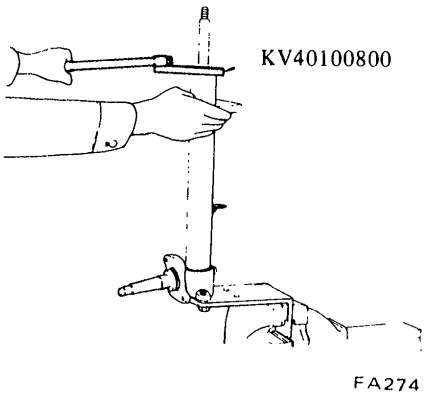

Fig. FA-26 Removing gland packing
1. Install attachment on bottom of strut; secure above assembly in jaws of a suitable vise. See Figure FA-26.
6. Retract piston rod by pushing it down until it bottoms. Without disturbing the above setting, remove gland packing with Gland Packing Wrench KV40100800. See Figure FA-26.